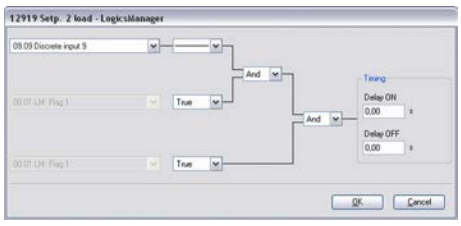

Fig. 164: LogicsManager function "Setp. 2 load"
3. Configure the LogicsManager function "Setp. 2 load" as shown in (Fig. 164) to enable load setpoint 2 if discrete input [DI 09] is energized.